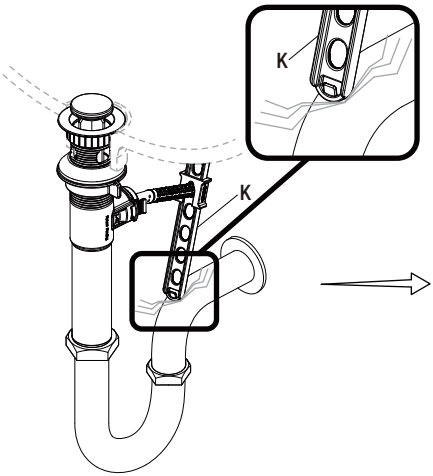

Fig 1
- Si la sangle de la tige de tirage (K) gêne votre installation, comme illustré sur la Fig. 1, la sangle de la tige de levage (K) peut être raccourcie.